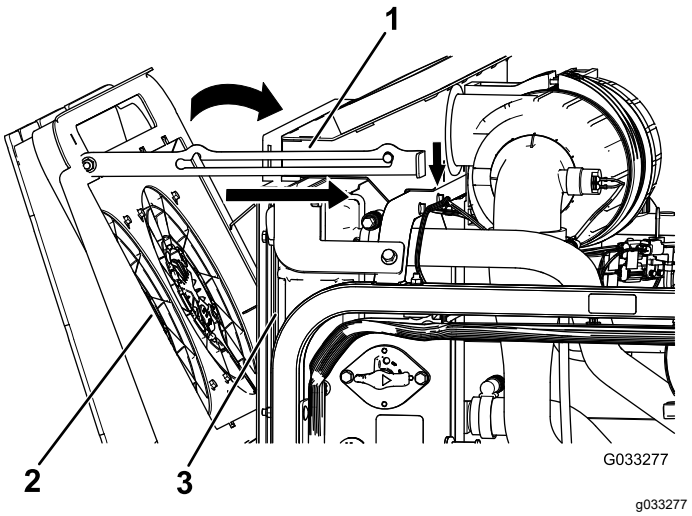

Figur 87
4. Rikta motorns kylfläktar framåt och fäst stöttan i skåran (Figur 87).